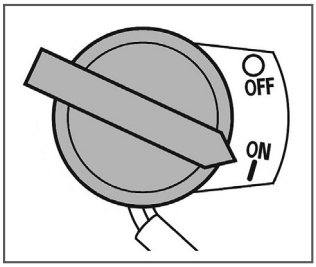

Рис. 18 Выключатель зажигания
5. Выключатель зажигания переведите в положение «ON» (Включено) (Рис. 18).
При возникновении аварийной ситуации, для экстренной остановки двигателя виброплиты переведите выключатель зажигания двигателя в положение «OFF» (ВЫКЛЮЧЕНО) (Рис. 18).
4. Переведите выключатель зажигания в положение «OFF» (ВЫКЛЮЧЕНО) (Рис. 18).